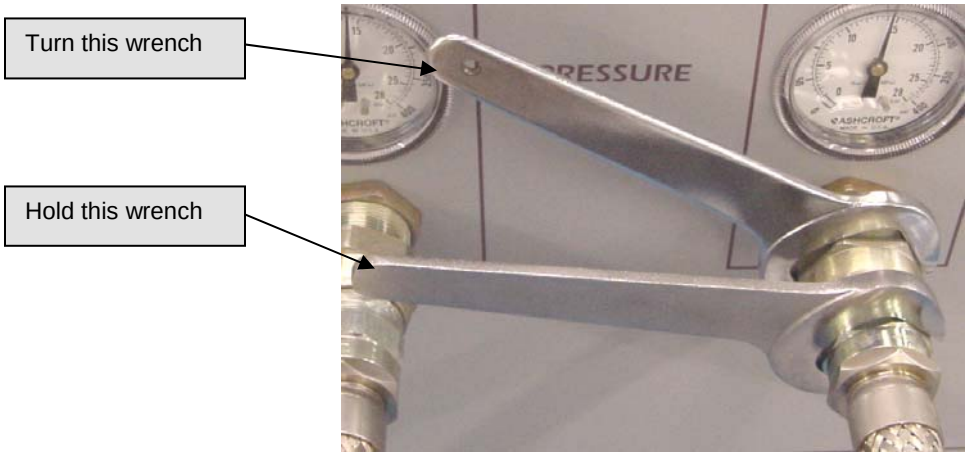

Figure 7-2: Disconnecting flex lines from a compressor package
9) Using the wrenches supplied in the tool kit, disconnect the high and low pressure flex lines from the compressor package by turning the Aeroquips® counter-clockwise with one wrench while holding the other wrench to prevent the flex line from twisting. See Figure 7-2.